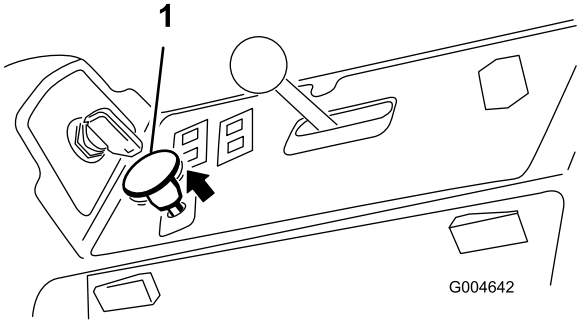

Figur 19
3. Trekk PTO-bryteren opp for å aktivere den (Figur 19).